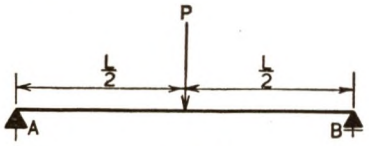

Fig. 8
1. Balk vrij opgelegd op 2 steunpunten en een toevallige belasting P in het midden. (fig. 8).